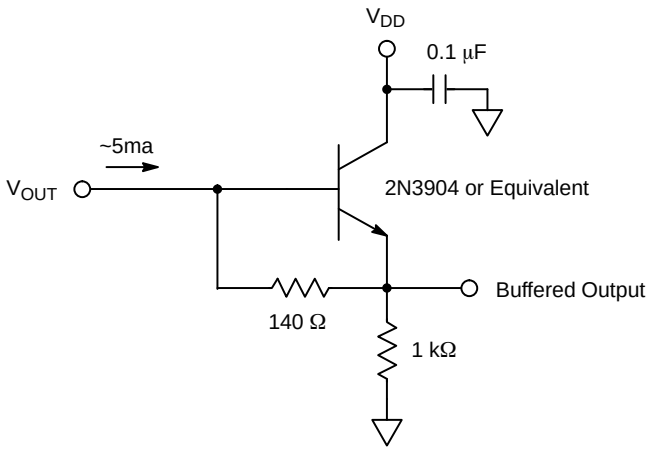

Figure 15. Example Output Structure Load Diagram
1. An output load sink must be applied to V_{OUT} to provide a constant current source and activate the output amplifier − see Figure 15.